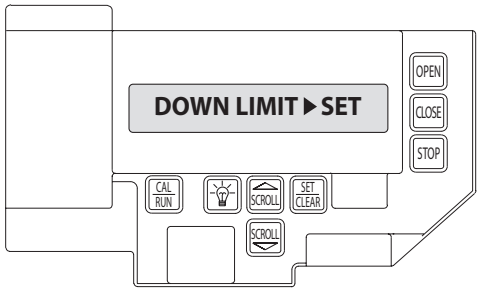

Figure 8
4) Press SET/CLEAR key to switch display to "UP LIMIT>SET " or "DOWN LIMIT>SET ." **Figure 8**.
2) Press SCROLL until display reads "UP LIMIT>SET " or "DOWN LIMIT>SET." **Figure 8**.